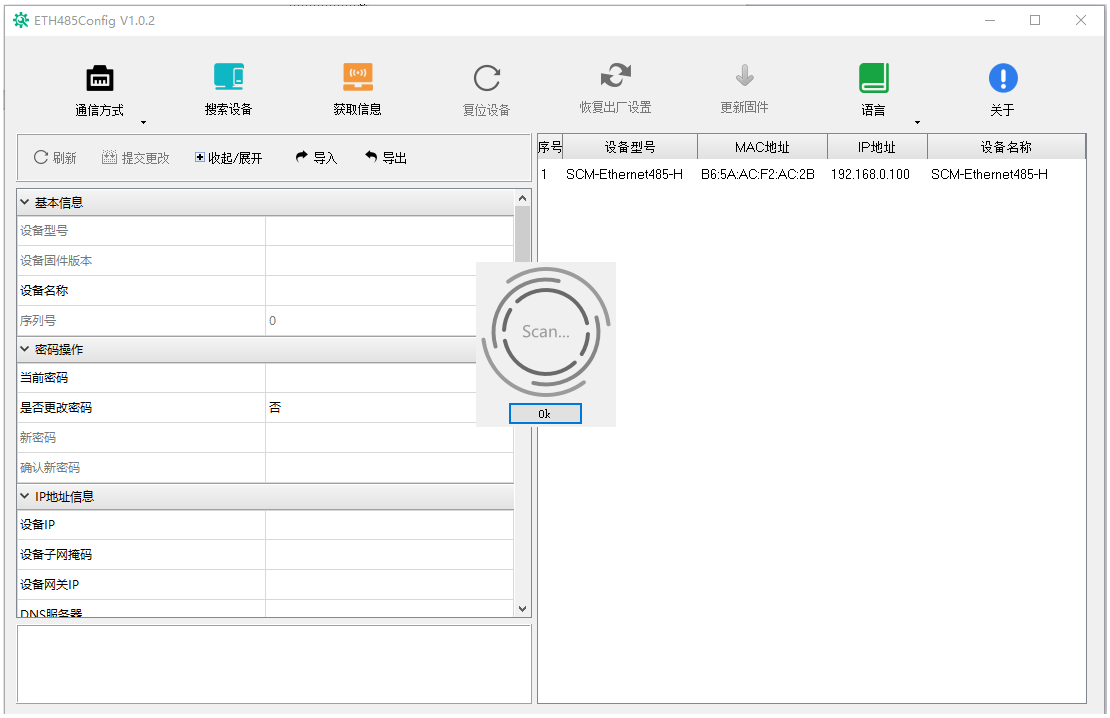

图 7.2 SCMHConfig 软件搜索设备
f. 单击搜索设备”按钮出现如图 7.2 所示界面，可以获知设备 IP 地址。